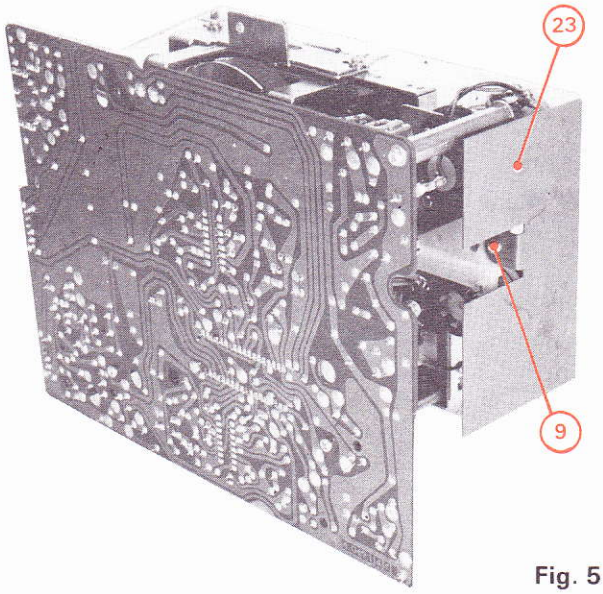

Fig. 5
2° - Enlever la vis (9) et le blindage de séparation enregistreur-radio (23) (voir figure 5).
NOTA : ne pas omettre lors du remontage, de repositionner, et fixer à l'aide de la vis (9), le blindage-séparateur enregistreur-radio (23) comme indiqué en figure 5.